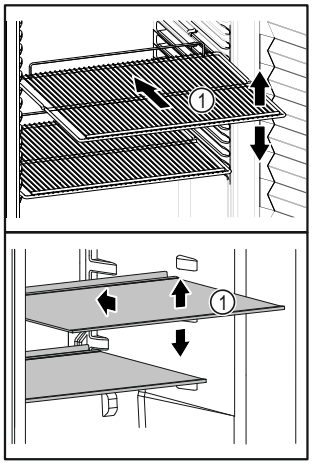

Fig. 54 Voorbeeld
- ❑ Als draagplateaus *Fig. 54 (1)* verstelbaar zijn, kunnen deze in de hoogte worden aangepast.